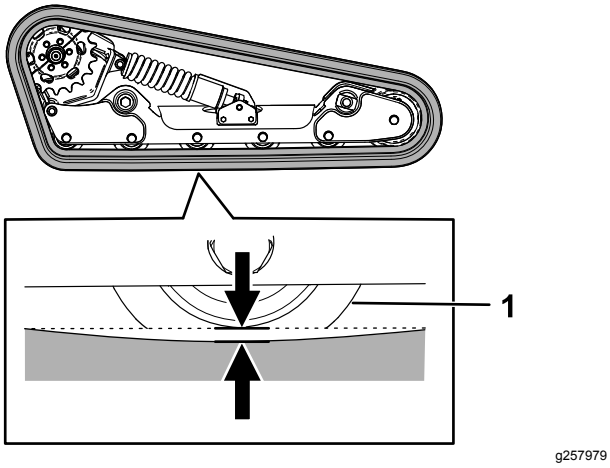

**Rysunek 56**
Podnieś/podeprzyj jedną stronę maszyny i wykorzystując ciężar gąsienicy sprawdź, czy luz między dolną krawędzią koła jezdnego wynosi 12,7 mm, jak pokazano na Rysunek 56. Jeżeli tak nie jest, należy skorygować napięcie gąsienicy w następujący sposób.
5. Używając klucza grzechotkowego z zabierakiem ½ cala obracaj śrubę aż ugięcie gąsienicy wyniesie 12,7 mm, jak pokazano na Rysunek 56.
9. Sprawdź, czy ugięcie gąsienicy wynosi 12,7 mm, jak pokazano na Rysunek 56. W razie potrzeby wyreguluj.
20. Używając klucza grzechotkowego z zabierakiem ½ cala obracaj śrubę w lewo aż ugięcie gąsienicy wyniesie 12,7 mm, jak pokazano na Rysunek 56.
25. Sprawdź, czy ugięcie gąsienicy wynosi 12,7 mm, jak pokazano na Rysunek 56.